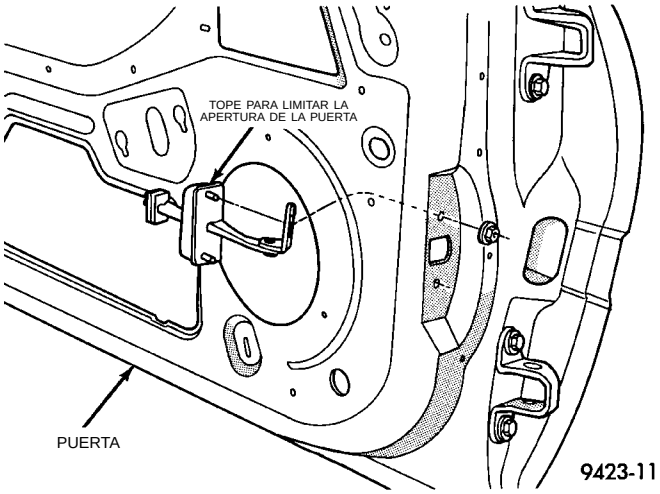

Fig. 30 Tope para limitar la apertura de la puerta delantera
(1) Retire el panel tapizado de la puerta y el protector contra el agua.
(2) Retire el perno que sujeta el tope para limitar la apertura de la puerta al parante de la bisagra.
(3) Retire el altavoz de la puerta.
(4) Retire los pernos que sujetan el tope para limitar la apertura de la puerta al marco del extremo de ésta última (Fig. 30).
(5) Separe del vehículo el tope para limitar la apertura de la puerta.